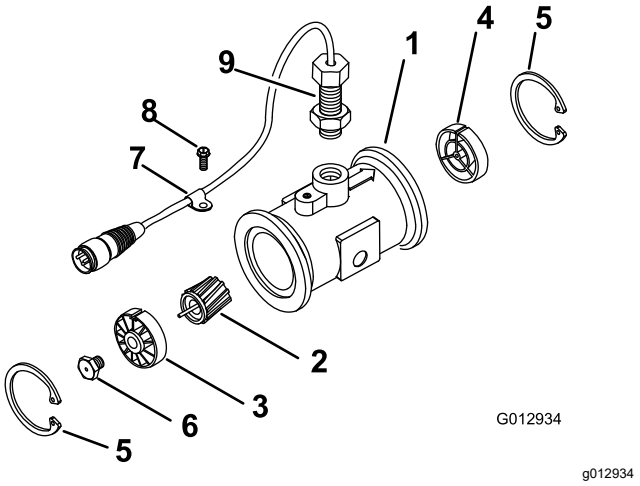

Figuur 65
3. Verwijder de borgring aan de stroomopwaartse kant (Figuur 65).